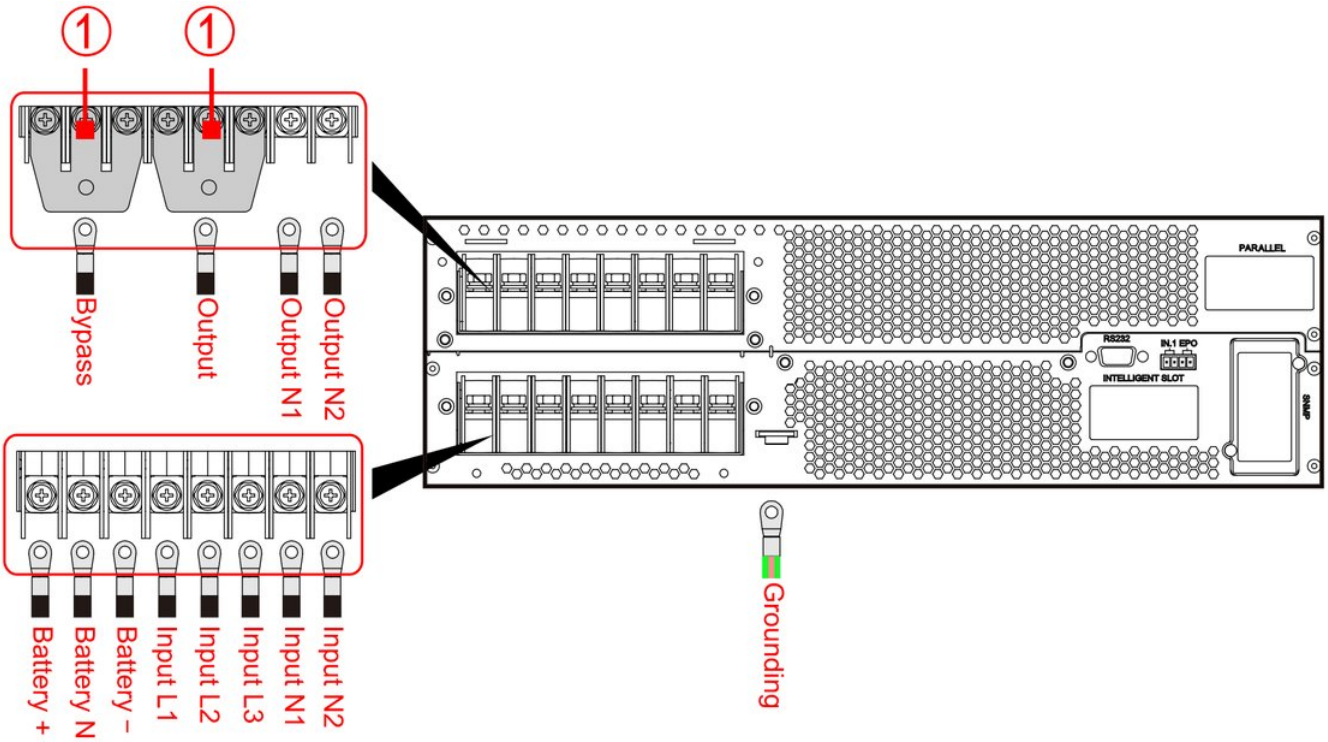

FIGURE 3-13 Wiring in 31 mode, 30 kVA and 40 kVA
Fit the pair of connector jumpers ① to the UPS terminals. Figure 3-13 shows the wiring in 31 mode. When the output and input neutrals each use two cables in parallel, connect one cable to each neutral bar.